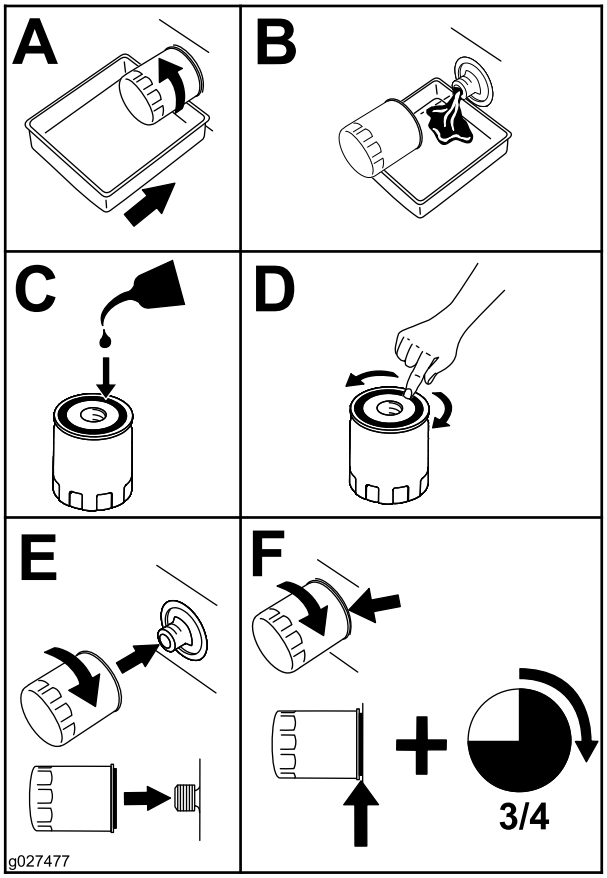

Rysunek 48
4. Wymień filtr oleju silnikowego (Rysunek 48).